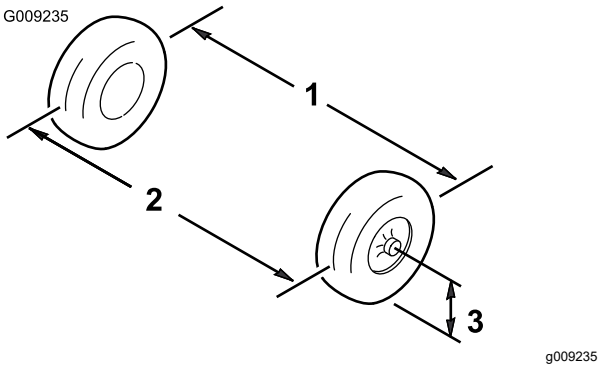

Figur 48
2. Mål afstanden mellem begge fordækkene ved akselhøjden ved både forsiden og bagsiden af fordækkene (Figur 48).